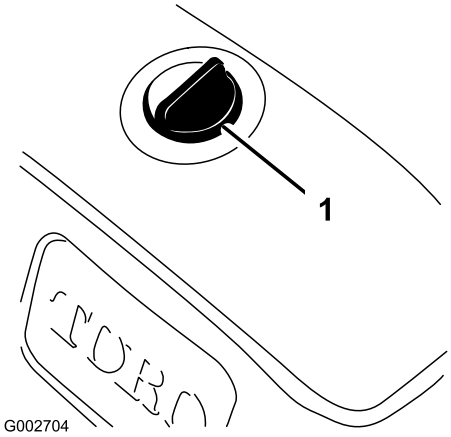

Figur 15
1. Rengjør området rundt lokket på hydraulikkoljetanken slik at det ikke kommer rusk inn i tanken (Figur 15).